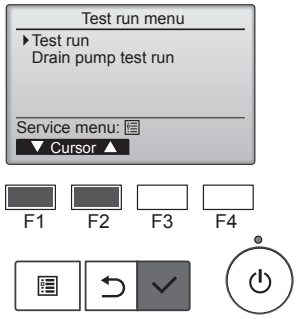

Fig. 7-2
② Seleccione “Test run” (Testar funcio.) no menu Teste de funcionamento e prima o botão [OK]. (Fig. 7-2)
③ A operação de teste de funcionamento é iniciada, sendo apresentado o ecrã da operação do Testar funcionamento.